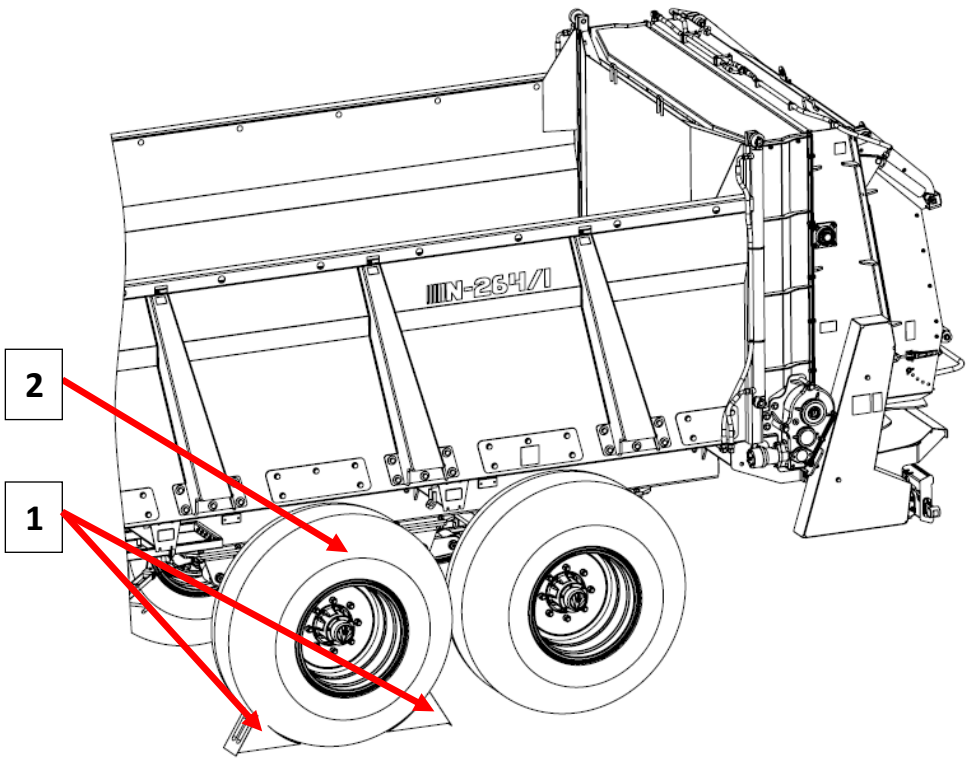

Rysunek 3.2. Sposób ustawiania klinów.
- Zabrania się parkowania na pochyleniach załadowanej i niezabezpieczonej maszyny. Zabezpieczenie polega na zahamowaniu hamulcem zasadniczym, zaciągnięciu hamulca postojowego oraz podłożeniu klinów pod koła jezdne. Kliny (1) należy podkładać tylko pod jedno koło (2) (jeden z przodu koła, drugi z tyłu – rys. 3.2).